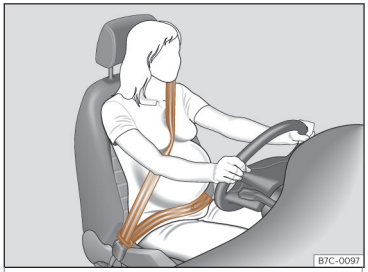

Fig. 16 Posizione del nastro della cintura di sicurezza per donne in stato di gravidanza.
In caso di **donne incinte**, la cintura di sicurezza deve passare in modo uniforme sul petto e il più possibile sotto sul bacino con il nastro piatto in modo da non stringere il ventre; deve essere utilizzata durante tutta la gravidanza››› **fig. 16** .
- **In caso di donne incinte, il tratto addominale del nastro della cintura di sicurezza deve passare il più in basso possibile davanti al bacino, appoggiato piatto e "avvolgendo" il ventre››› fig. 16 .**